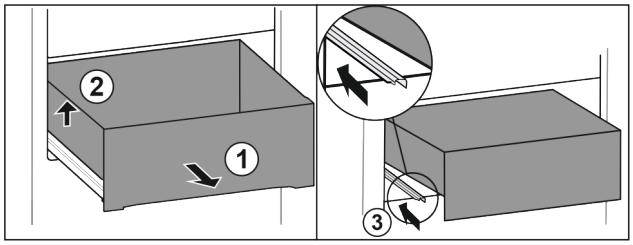

Fig. 106
▶ Schubfach bis zum Anschlag herausziehen. *Fig. 106 (1)*
▶ Schubfach links anheben. *Fig. 106 (2)*
▶ Linke Schiene einschieben. *Fig. 106 (3)*